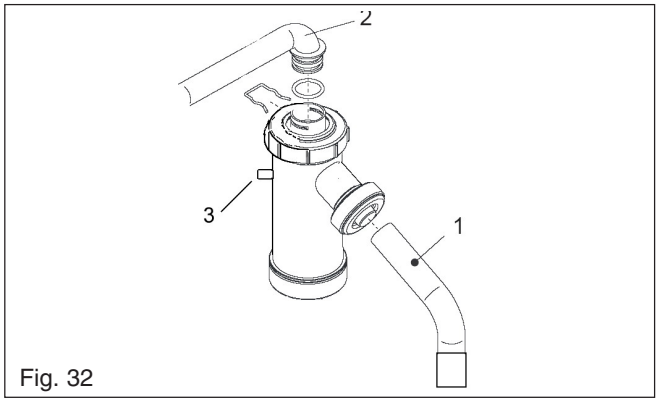

Fig. 32
6.29 CONDENSE TRAP REMOVAL fig. 32